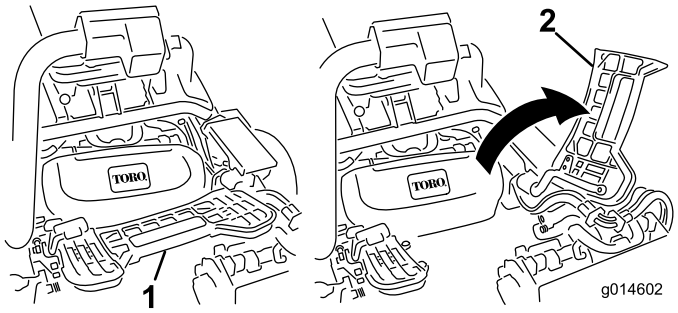

**Figur 29**
1. Lyft upp fotstödet och fäll upp det så att du kommer åt mittklippenheten (Figur 29).